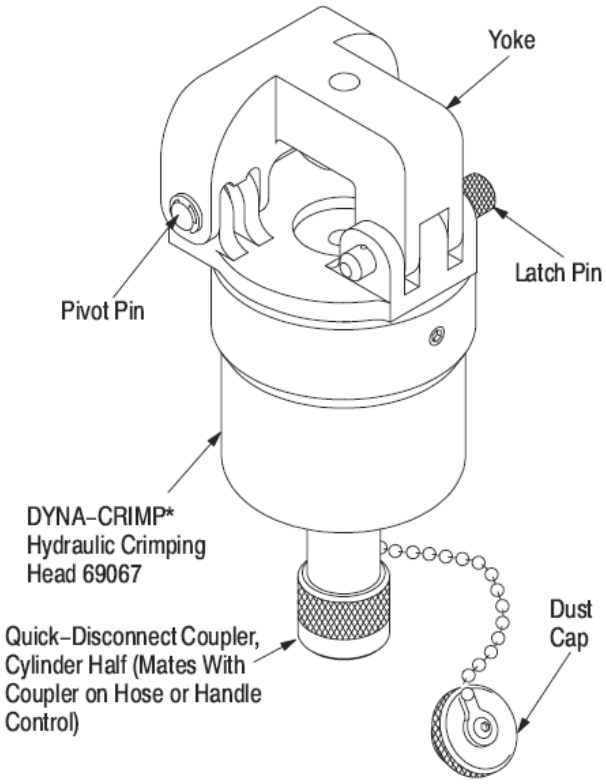

Figure 1
This instruction sheet covers application, inspection and maintenance procedures for DYNA-CRIMP Crimping Head 69067 shown in Figure 1. The crimping head is used to crimp SOLISTRAND* terminals, flag terminals, and splices onto wire sizes 8 thru 4/0 AWG. See Instruction Sheet 408-9785.
1. Thoroughly clean coupling area of handle control or hose assembly and crimping head (see Figure 1).